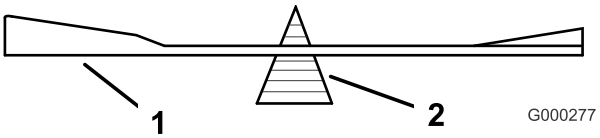
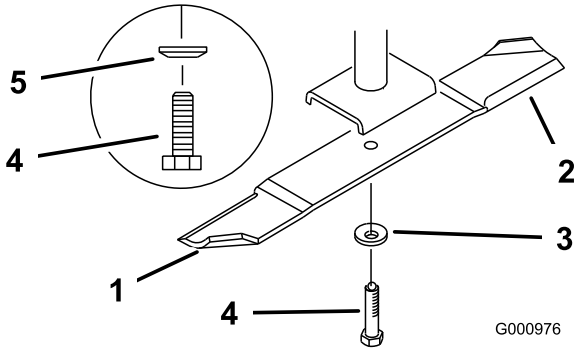

Figur 82
Figur 83
2. Ta bort knivbulten, fjäderbrickan och kniven från spindelaxeln (Figur 83).
2. Kontrollera knivens balans med en knivbalanserare (Figur 82). Om kniven stannar kvar i ett horisontellt läge är den i balans och kan användas. Om kniven inte är balanserad kan du fila bort lite metall från knivens segeldel (Figur 83). Upprepa proceduren tills kniven är balanserad.
1. Montera kniven på spindelaxeln (Figur 83).
2. Montera fjäderbrickan och knivbulten. Fjäderskivans kon måste monteras mot bultens huvud (Figur 83). Dra åt knivbulten till ett moment på 115–149 Nm.